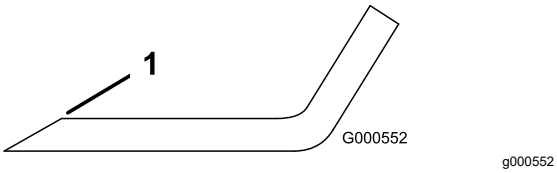

**Figure 62**
1. Use a file to sharpen the cutting edge at both ends of the blade (Figure 62).
**Note:** If the blade is not balanced, file some metal off the end of the sail area only (Figure 62).